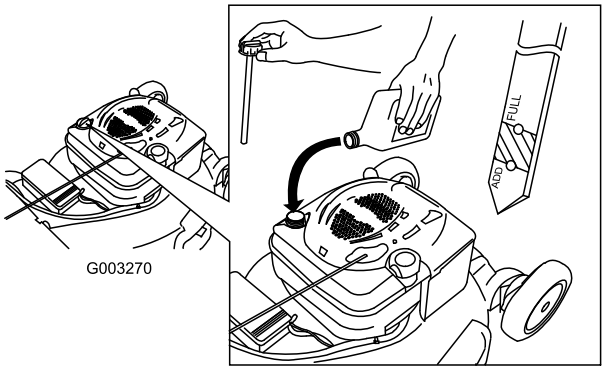

Figur 11
1. Ta ut peilestaven, rengjør den og sett den deretter på plass igjen (Figur 11).
2. Ta ut peilestaven, og kontroller oljenivået (Figur 11). Hvis oljenivået er lavere enn Add-merket, hell olje **sakte** inn i oljepåfyllingsrøret for å heve oljenivået til Full-merket på peilestaven. **Ikke fyll på for mye.** (Maks. påfyll: 0,59 l, type: rensende SAE 30W-olje med API-serviceklassifisering SF, SG, SH, SJ, SL eller høyere.)